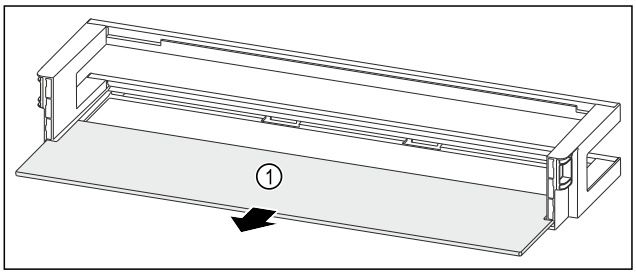

Fig. 209 Durvju plaukts ar plauktu
▶ Izņemiet plauktu *Fig. 209 (1)*.